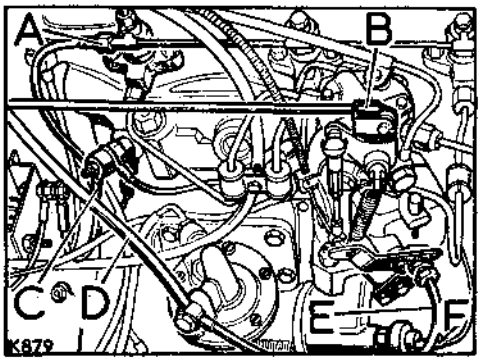

**Fig. A2-16. View of engine, RH side**
7. Disconnect the following items at the right-hand side of the engine; refer to Fig. A2-16 for location details: